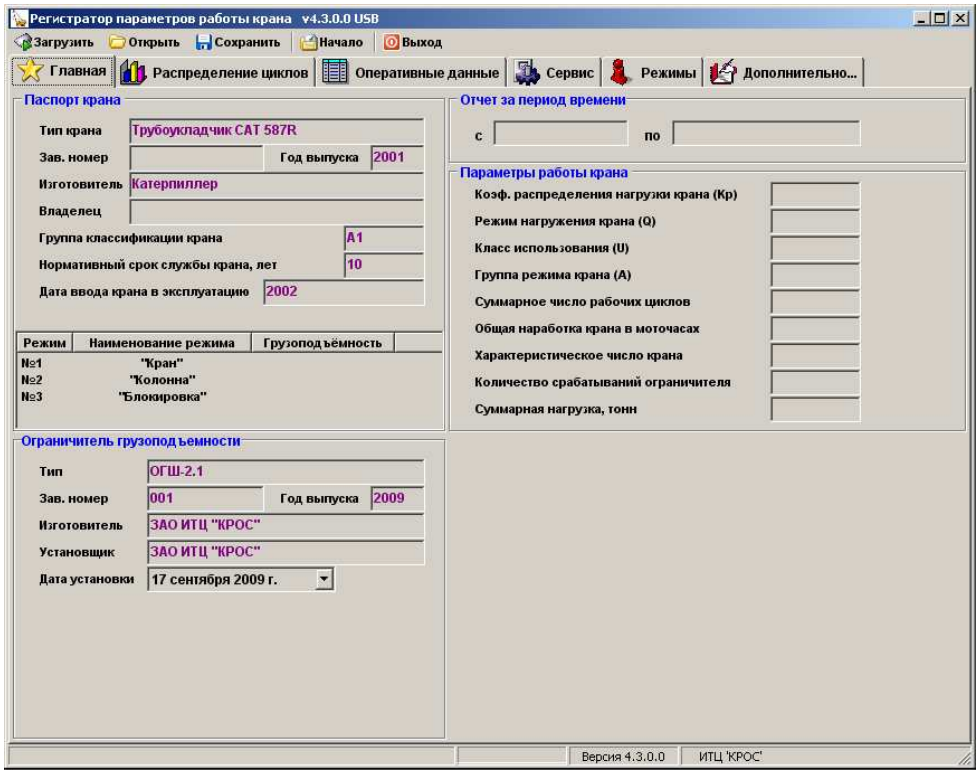

Рис. 2
2.4. Выбрать страницу «Главная» и заполнить ее аналогично указанному рис.2